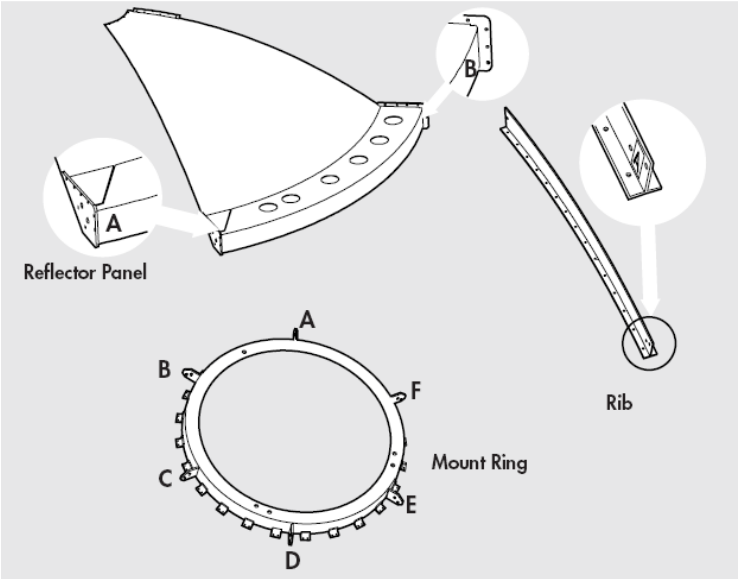

Figure 44
Step 4 — Place the center of the first panel (7541278) on the 34 inch standoff and outer rim of panel on supporting blocks with concave side down. Place the center of the second panel on the center brace. Insure that the match-markings are correct. (Example – A to A, B to B etc.), as shown in figure 44.